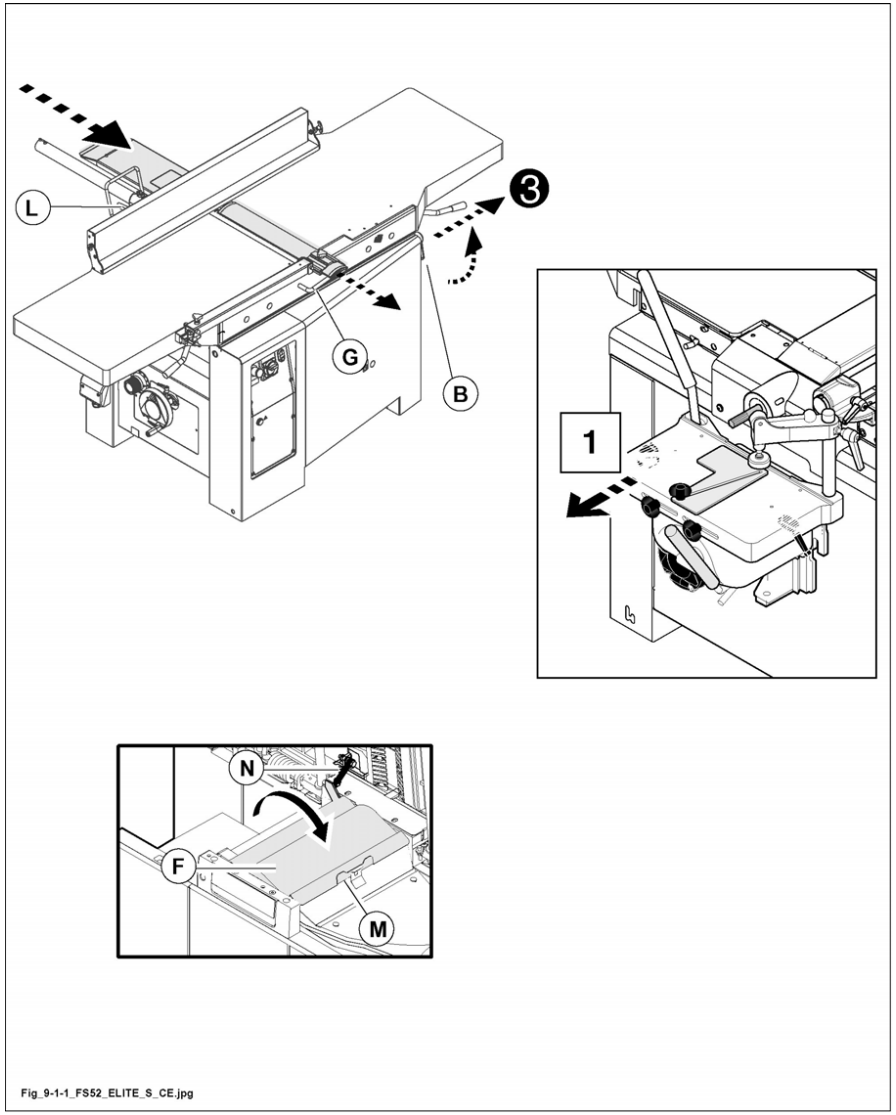

Fig. 9.1-1
loosen handle (L fig.9.1-1) then move the fence totally forwards; tighten handle (L fig.9.1-1).
- Slacken the lever (B fig. 9.1-1); pull the lever (B fig. 9.1-1) towards the outside (position 3) and contemporaneously lift the planing tables by using the handle (G fig. 9.1-1);
check that the block (N fig. 9.1-1) of the table opening is correctly positioned.
- Turn the chip conveyor protection guard (F fig. 9.1-1) upside down securing it by the spring (M fig. 9.1-1) (the rotation of the protection guard reacts again on the micro-switch, reactivating the machine).
thicknessing can only be carried out if the safety guard (F fig. 9.1-1) is in position.